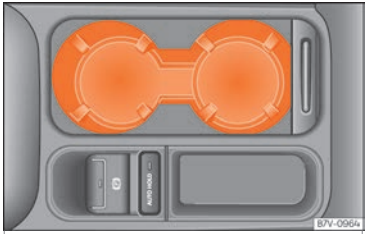

Fig. 193 Front centre console: drinks holder.
- To *open*, move the cover backwards ››› **Fig. 193**.